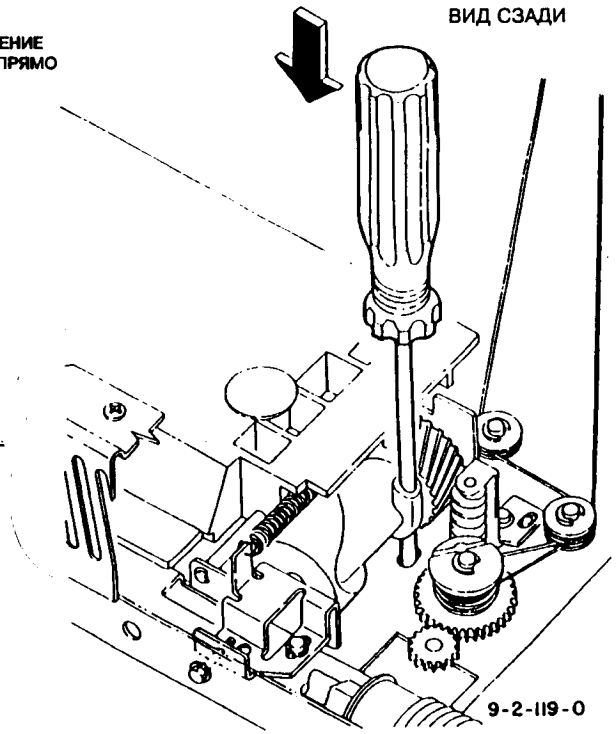

Рис.2 Выравнивание зеркала по отношению к раме
5. (Рис.2) Ввести отвертку "филипс" в установочное **отверстие** в червячном колесе зеркала No 4, чтобы **убедиться**, что оно точно совпадает с соответствующим **отверстием** в раме машины. Если отверстия совпадают неточно, выполнить **регулировку масштаба В.**